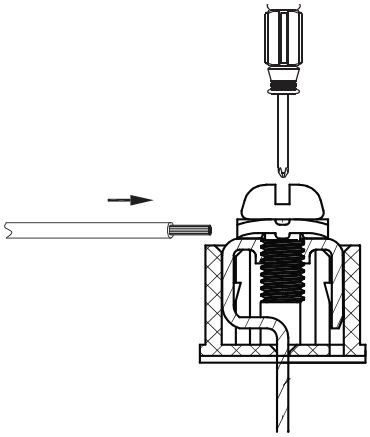

Fig. 9 — Connecting Communication Wire to Outdoor Unit Communication Terminal
3. Use a suitable screwdriver to fix communication wire on outdoor unit communication terminal as shown in Fig. 9.